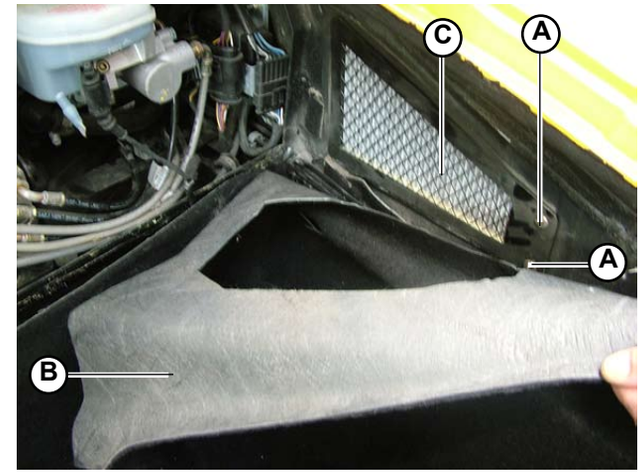

Fig.7
1. Tighten the 2 screws (**A-Fig.7**) securing the grid to the luggage compartment.
2. Assemble the upholstery (**B-Fig.7**) in the luggage compartment in the area around the grid (**C-Fig.7**).